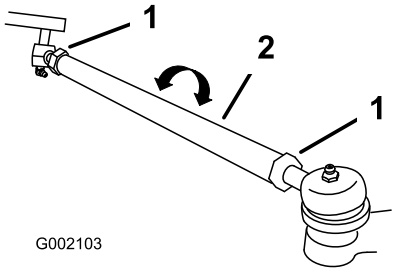

Figur 12
2. Hvis målet ikke er innenfor spesifisert område (se dimensjonene og parametrene i begynnelsen av denne prosedyren), må du løsne låsemutrene i begge ender av parallellstagene (Figur 12).